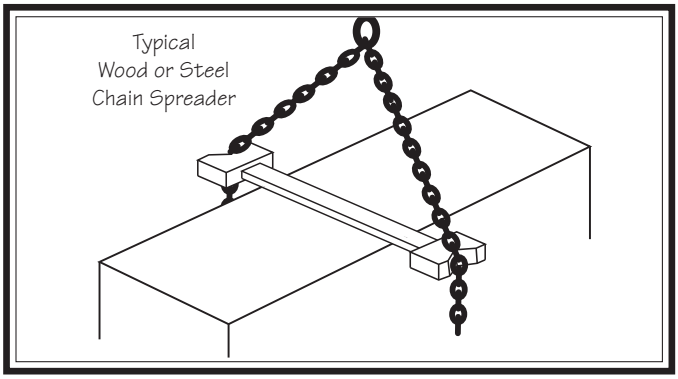

Figure 15. Example of chain or strap spreader.
11. Fasten a spreader between straps or chains so that they will stay apart when lifting (see **Figure 15**).